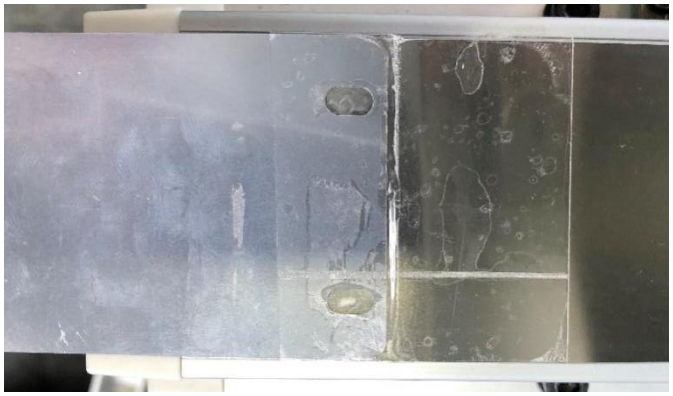

图 4-3 更换钢带
3) 将新钢带与旧钢带如图 4-3 所示通过宽幅透明胶带固定，从马达侧抽拉旧钢带，带动新钢带穿过滑座。